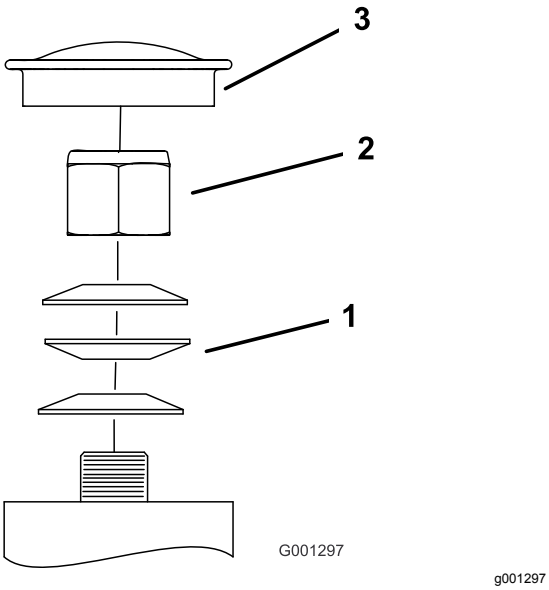

Figur 59
3. Ta av dammkåpan från hjulet och dra åt låsmuttern (Figur 59).
4. Dra åt låsmuttern tills fjäderbrickorna är plana och släpp sedan efter 1/4 varv för att få rätt förbelastning på lagren (Figur 59).
Viktigt: **Kontrollera att fjäderbrickorna har monterats korrekt enligt Figur 59.**
5. Montera dammkåpan (Figur 59).